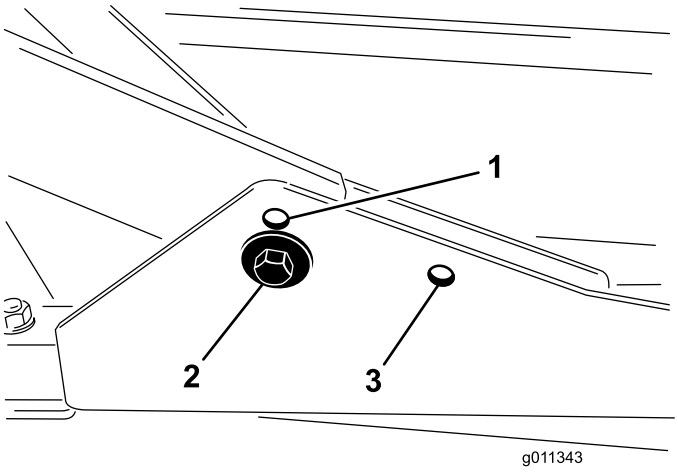

Figur 7
1. Vid klipphöjder inom området 2,0 till 7,6 cm bör de främre bärramarna monteras i de främre nedre monteringshålen (Figur 7).
2. Vid klipphöjder inom området 6,3 till 10 cm bör de främre bärramarna monteras i de främre övre monteringshålen (Figur 7).
Det bakre klippdäcket bör monteras i de bakre monteringshålen vid samtliga klipphöjder (Figur 7).